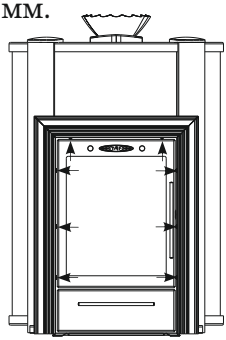

Рисунок 5. Места установки винтов (саморезов)
1. открутить винты (саморезы) 8 или 6 шт. (в зависимости от исполнения), которыми прикрепляется рамка с дверцей к топливному каналу, и снять ее (см. рисунок 5);